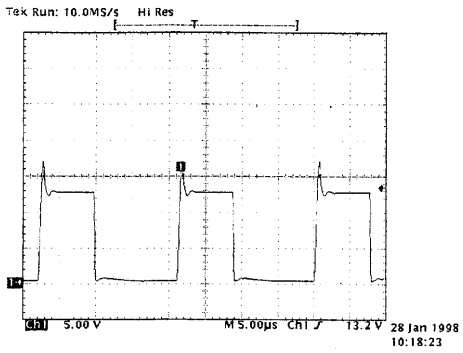
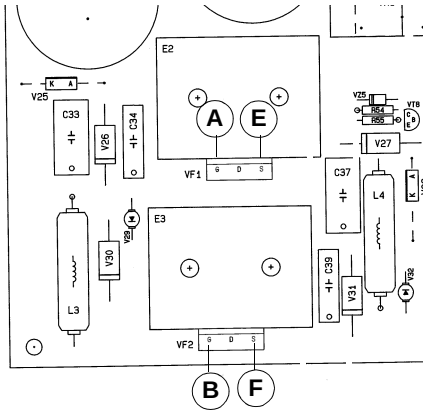

FIG. 8 REF. 1
FIG. 7 REF. 1
- the presence between points: E (GND) - A (probe) and F (GND) - B (probe) (fig. 7) of the waveform shown in fig. 8: if the waveform differs from the one in the figure or it is not present, the electronic circuit is broken.
3. Connect the generator to the resistive load: the load must be regulated so that the voltage on the load, with maximum current, is between 20V and 24V. Apply oscilloscope probe as in fig. 8